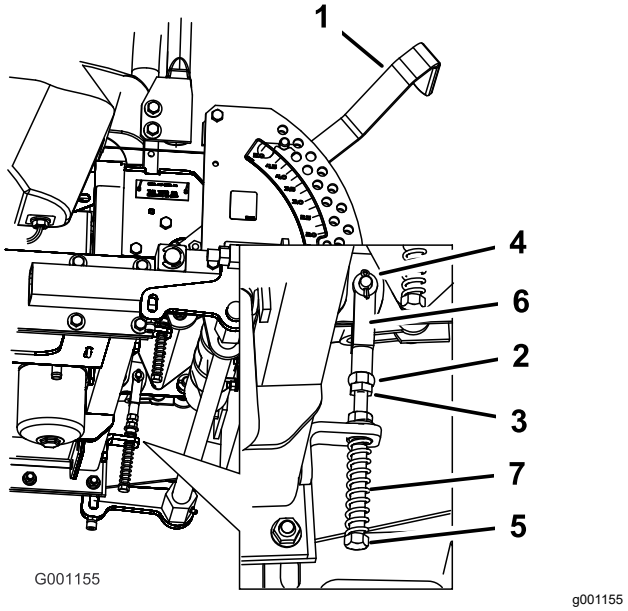

Figur 93
8. Lossa muttern och kontramuttern mot oket om justering krävs (Figur 93).
9. Dra rörelsereglagespaken något bakåt och vrid huvudet på justerskruven i lämplig riktning tills rörelsereglagespaken är centrerad i det NEUTRALA LÅSLÄGET (Figur 93).
10. Dra åt muttern och kontramuttern (Figur 93).